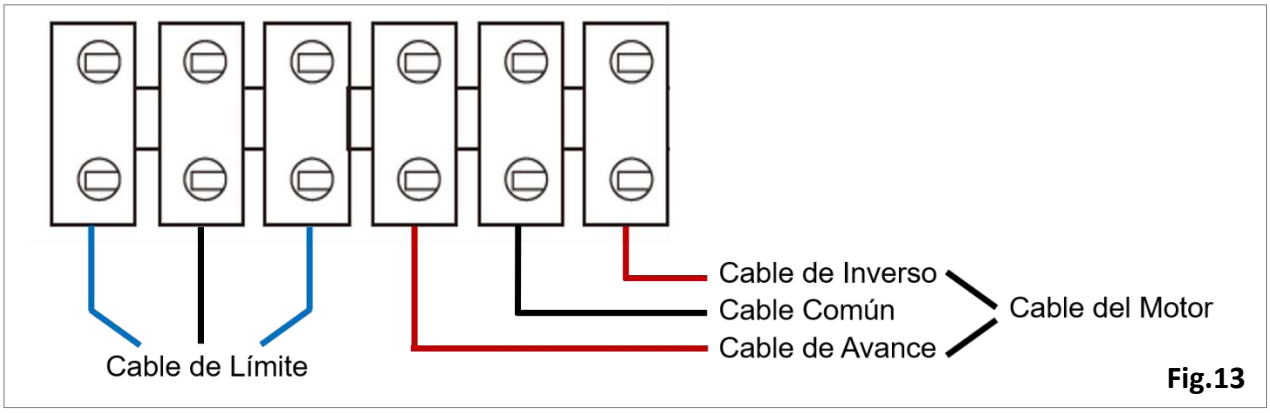

Fig.13
5.4 Diagrama de Cableado de Límite y Motor (Fig.13)